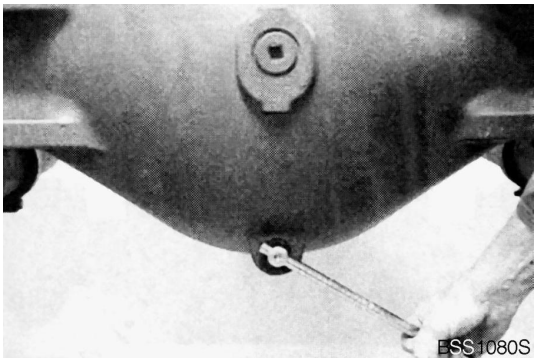
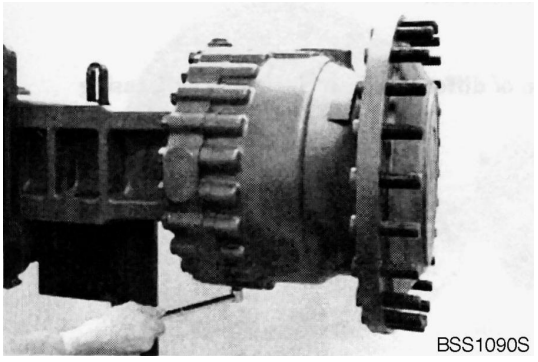

Figure 106
Figure 107
2. Remove plugs (3x, Figure 106, Figure 107) and drain oil from axle casing.